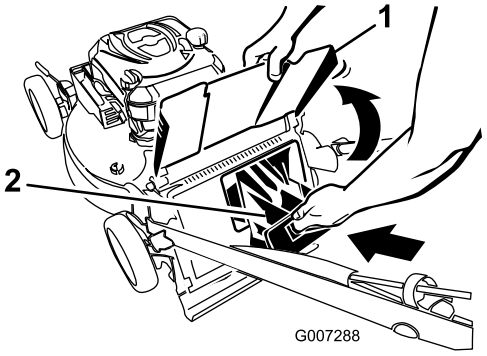

Bild 23
4. Setzen Sie die Heckauswurfklappe ein (Bild 23).